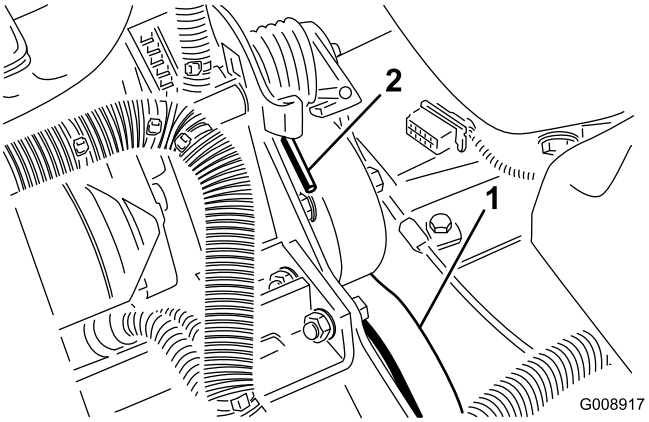

Figur 70
2. Trykk ned og frem på fjærenden (Figur 70) for å hekte den av braketten og frigjøre fjærens spenning.